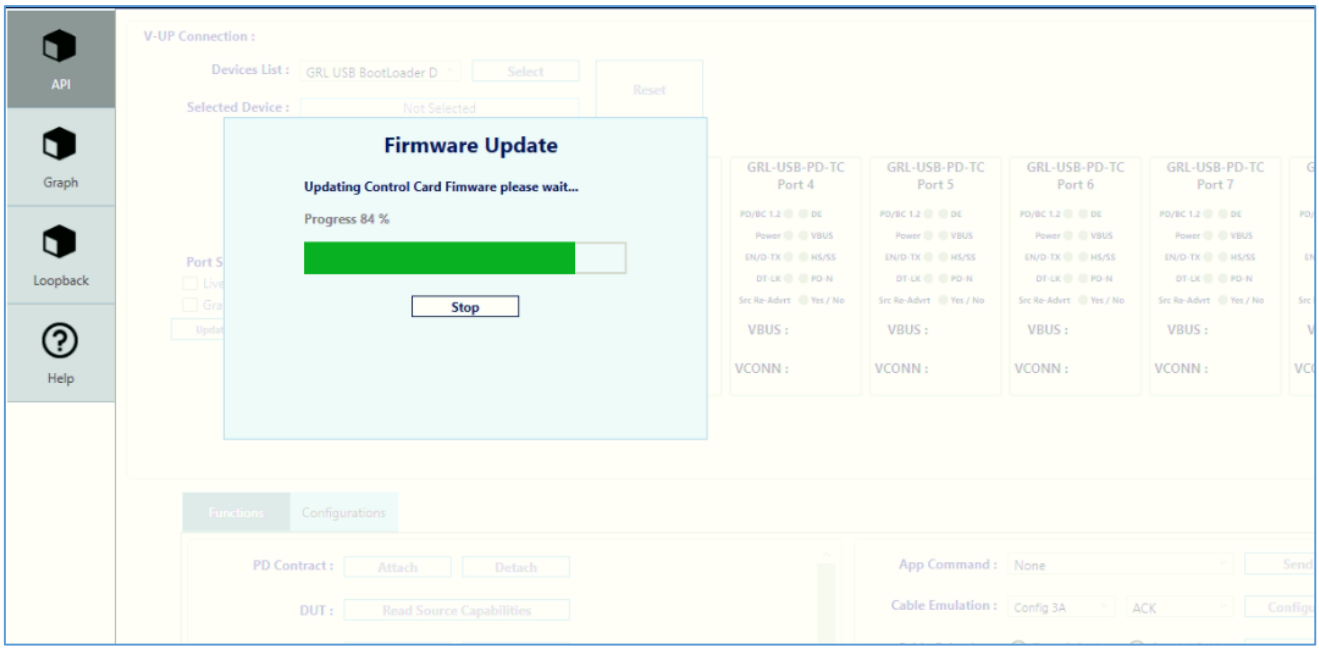

Figure 11. Controller Card Firmware Update in Progress
3. Once the OK button is clicked, the firmware update process for the controller card firmware will start and its progress will be displayed as shown in Figure 11 below.